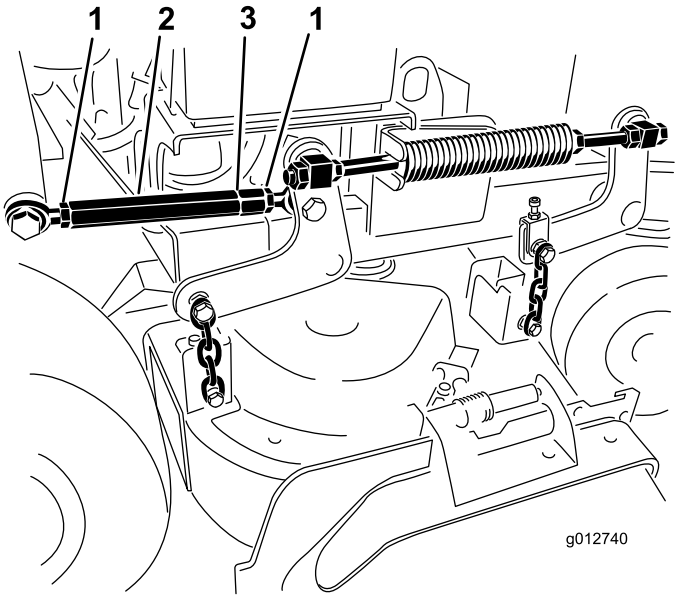

Figur 86
7. Løsn kontramøtrikkerne i begge ender af spændemøtrikken (Figur 86).
Bemærk: Spændemøtrikkens ende med den fræsede rille har venstregevind (Figur 86).